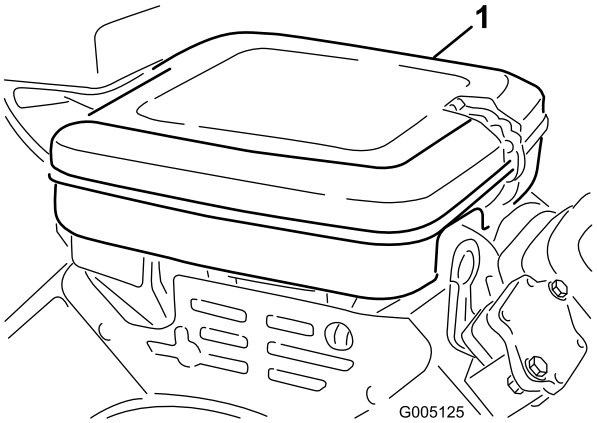

**Figur 40**
1. Rengjør dekselet grundig (Figur 40).
3. Ta av vingemutteren som fester elementene til luftrenseren (Figur 40).